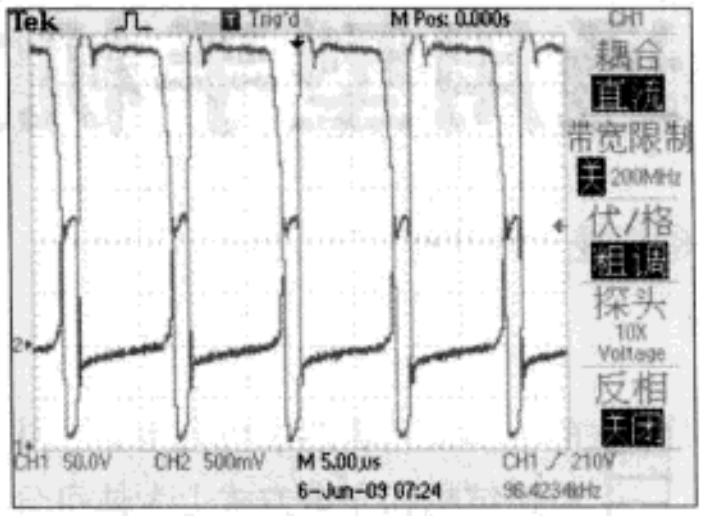

图7 1是P2点电压波形，2是P4点电压波形
RCC充电器属自激振荡开关电源，它无需激励电路就可自由振荡持续工作，工作方式类似《无线电》2009年第7期《电子镇流器的制作与检测》中VT1、VT2交替开关。正常工作时P2、P4点电压波形如图7。如果没有C1电路仍然能正常工作，但是整流后的100Hz脉动直流周期性冲击VT1，使VT1工作于险恶的环境下，它的安全性能大打折扣。
参看图5，电阻R8、电容C6和二极管VD6构成RCD吸收电路，用以吸收VT1截止时变压器主绕组产生的反电动势。因为VT1截止时变压器主绕组产生的反电动势极性“①负②正”，该电压与电源同相串联施加到开关管VT1的集电极，VT1集电极将承受很高的电压，增加 RCD吸收电路可以适当减小峰值电压（原理类似于三极管控制继电器，在继电器两端反并联二极管，三极管由导通→截止时，继电器线圈感生电动势由反并联二极管提供电流通路、释放能量）。即使有RCD吸收电路保护，在VT1刚截止时集电极的电压仍然高达400V左右，见图7。若没有RCD吸收电路，VT1集电极电压更高——这是VT1安全工作的一大隐患。